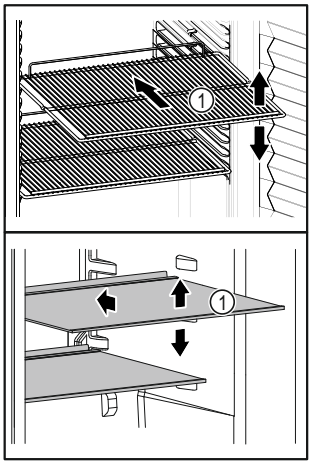

Fig. 48 Représentation à titre d'exemple
- ❑ Si les surfaces de rangement *Fig. 48 (1)* sont mobiles, les régler en hauteur.